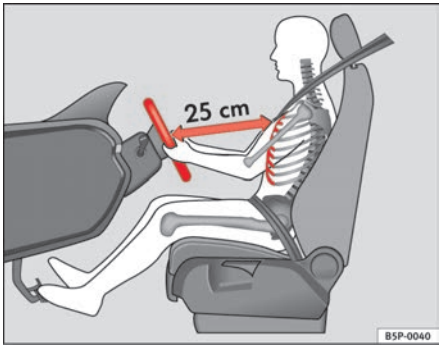

Fig. 135 Proper sitting position for driver
– Adjust the steering wheel in this way until the correct position is set ⇒ fig. 135.
- **Adjust the driver seat or steering wheel so that there is a distance of at least 25 cm between the steering wheel and your breast bone ⇒ page 161, fig. 135. If you fail to observe the minimum distance, the airbag will not protect you. Risk of fatal injury.**